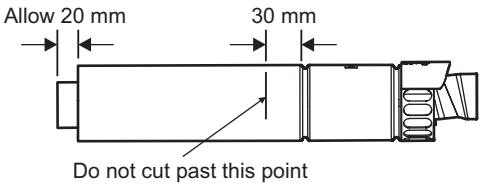

Fig. 5.10
5.7 REDUCING THE FLUE - Fig. 5.10
When the flue length required is less than the minimum stated in Section 4.5, paragraph 1, refer to Fig. 5.10.